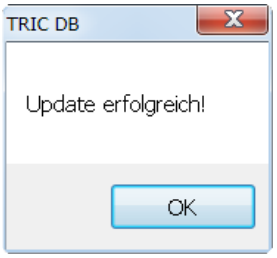

Bild 27.77 – Erfolgsmeldung nach dem Update technischer Daten
- Bestätigen Sie sie, so wird das Update durchgeführt. Eine Abschlussmeldung informiert über den Erfolg der Aktion (Abb. 27.77).